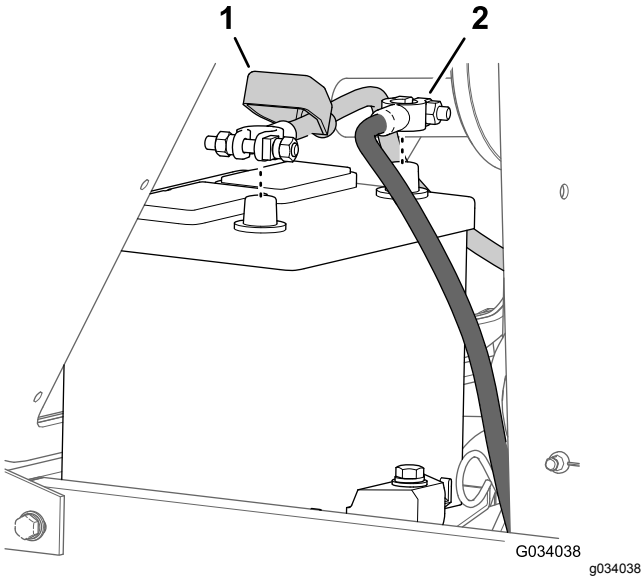

Figuur 54
2. Maak de minkabel (-) los van de accupool (Figuur 54).
3. Schuif de isolatorkap weg van de kabelklem (Figuur 54).
4. Maak de pluskabel (+) los van de accupool (Figuur 54).
7. Sluit de kabels aan, met de pluskabel (+) op de pluspool van de accu (Figuur 54).
8. Sluit de minkabel (-) aan op de minpool van de accu (Figuur 54).